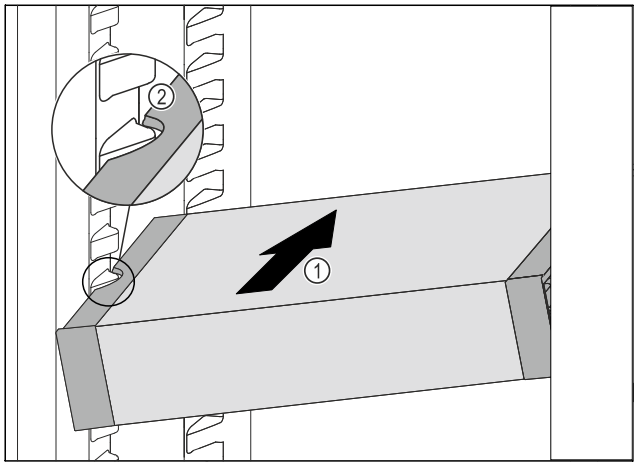

Fig. 171
▶ Împingeți VarioSafe oblic în frigider *Fig. 171 (1)*, până când degajările laterale *Fig. 171 (2)* ale VarioSafese află la înălțimea nervurii recipientului din frigider.